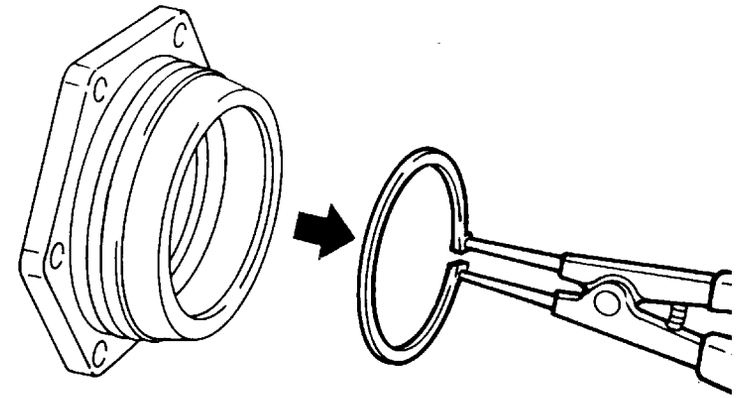

Fig.6
- Remove the ball bearing snap ring (**Fig.6**); repeat the operation on the other hub.